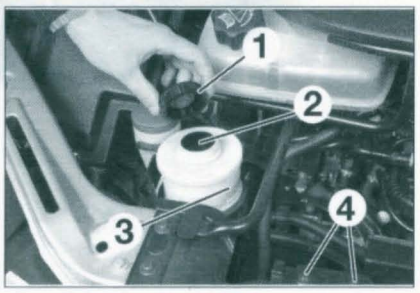

Figure 5-13
• Dévisser le bouchon (1) du réservoir d'huile et retirer la cartouche filtrante (2) **(figure 5-13)**.
• Effectuer le remplissage jusqu'au repère «MAX» (3) **(figure 5-13)**.
- Déposer les vis (4) **(figure 5-13)**.